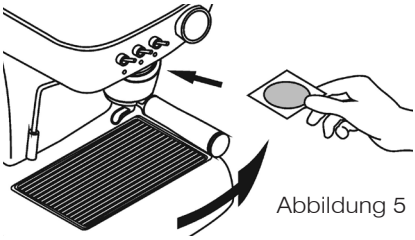

Abbildung 5
2. Das Kaffeepad in den Filterhalter legen und es bis zum Anschlag vorsichtig nach rechts drehen. Keine Kraft ausüben, der Verschluss erfolgt sanft (siehe Abbildung 5).